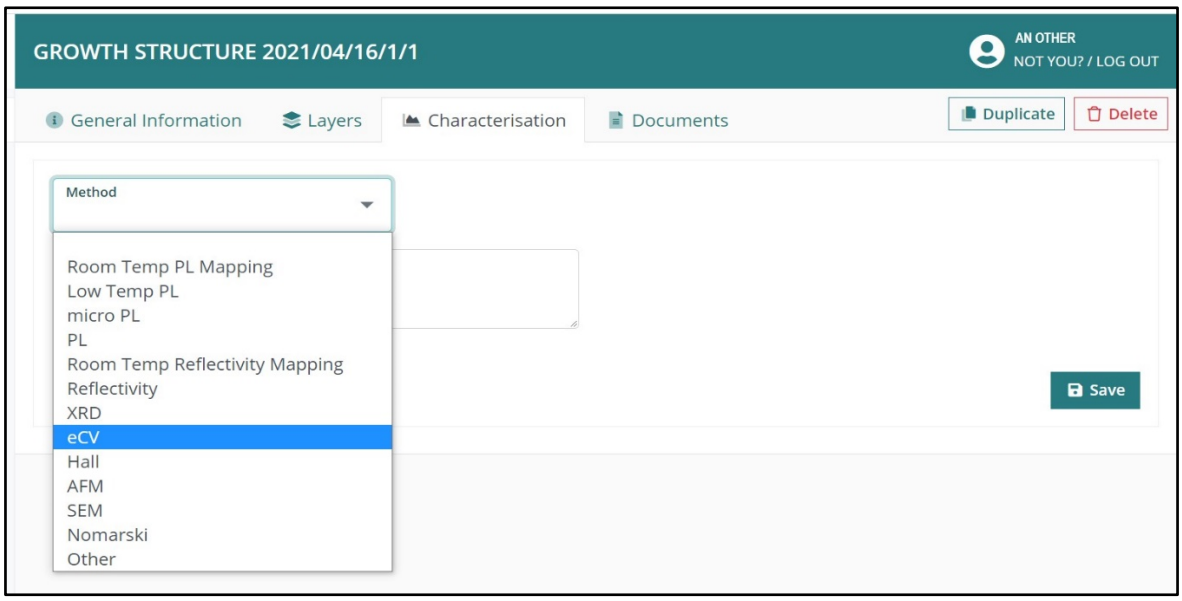

Figure 14 - Selecting a characterisation option from the drop down menu
- **iii.** Then select the desired characterisation method from the drop down menu figure 14, e.g. eCV.